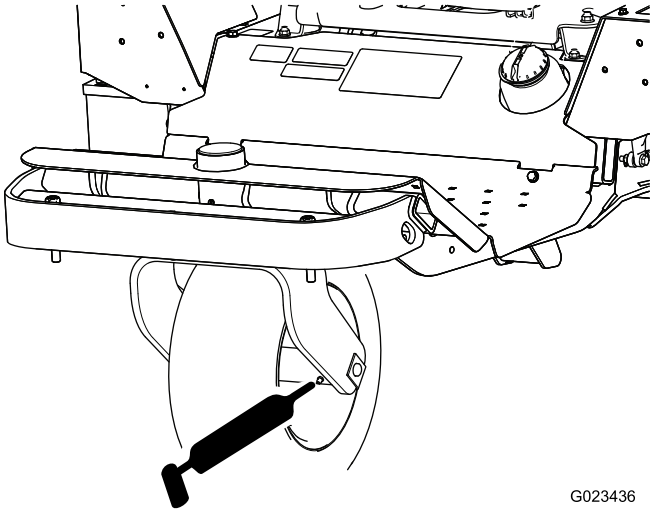

**Figur 35**
- Framhjulslagret (1) – Figur 35